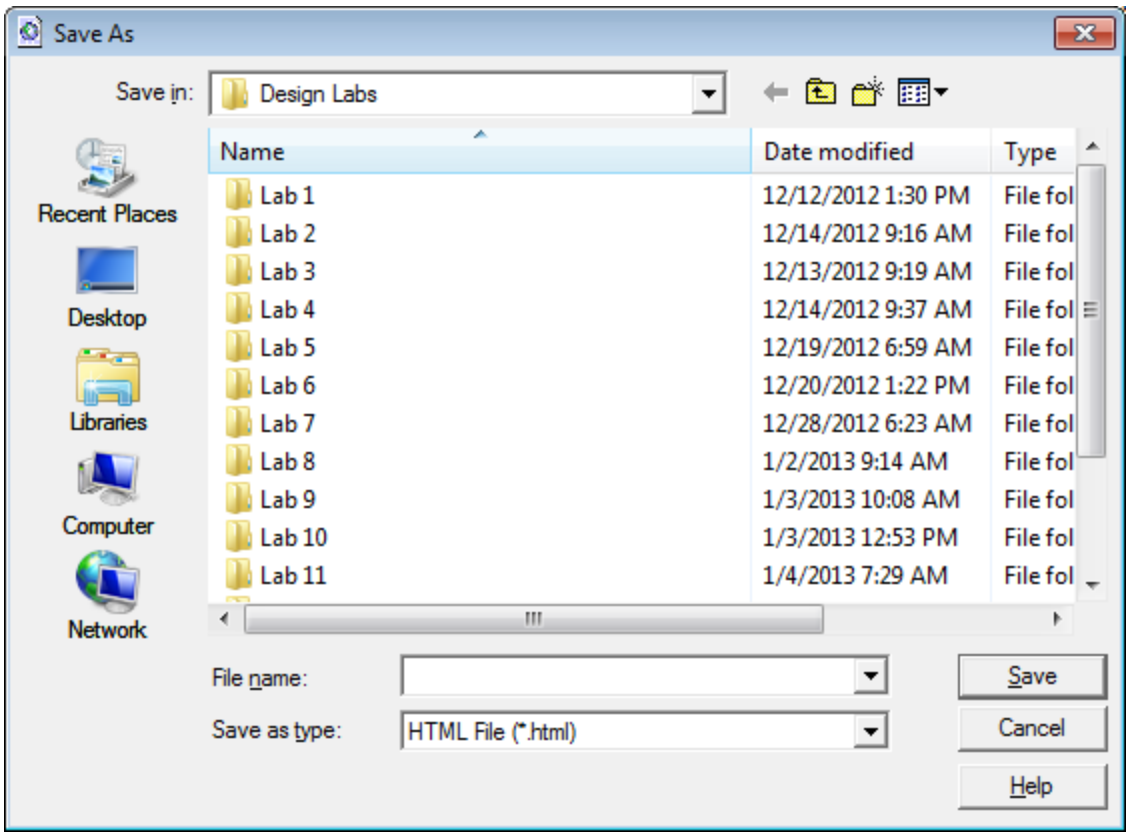

Figure L14-8 Save As
16.	**Save the 'GDOT Alignment Report'.** • In the **Bentley Civil Report Browser**, select **File ► Save As**. The **Save As** dialog opens as shown in *Figure L14-8*.